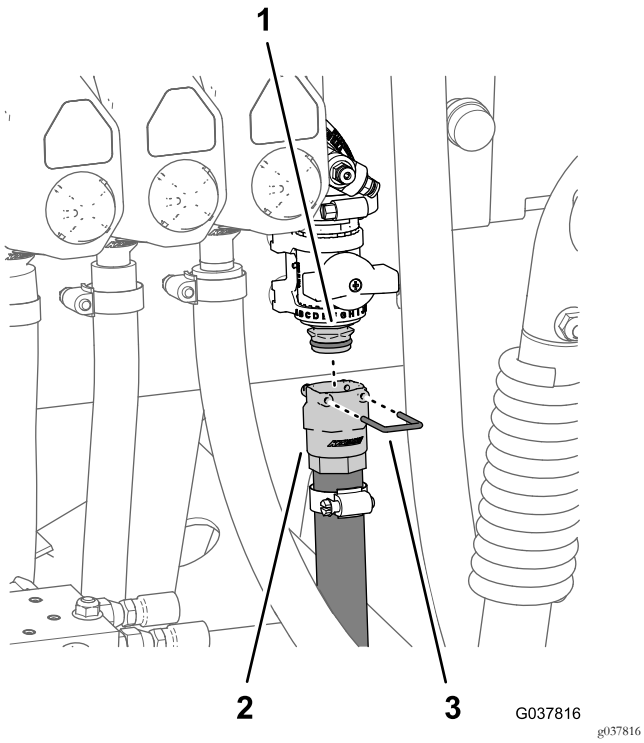

Figuur 94
2. Monteer de snelkoppelfitting (vrouwelijk) van de slang op de snelkoppelfiting van de flensafsluitklep (Figuur 94).
3. Bevestig de snelkoppelfittings van de slangen en de flensafsluitklep met de borgclip die bij de snelkoppelfitting van de slang is geleverd (Figuur 94).